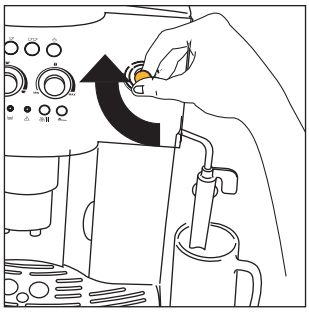
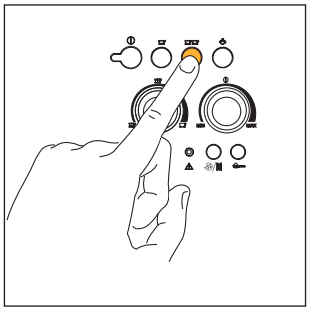
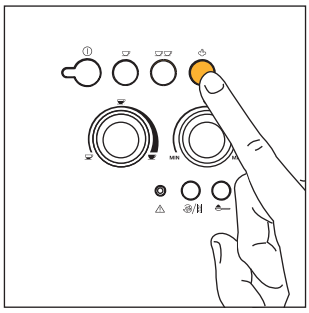
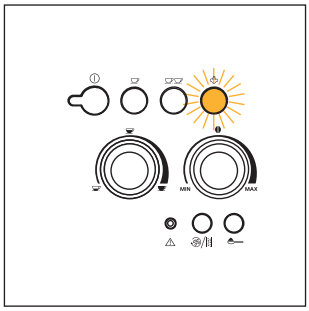

Abb.6
Abb.13
Abb.21
Abb.22
4. Nach wenigen Sekunden tritt aus dem Milchaufschäumer Wasser heraus. Wenn die Tasse mit etwa 30cc gefüllt ist, den Dampfdrehknopf nach rechts bis zum Anschlag drehen (Abb. 6), um den Wasseraustritt zu unterbrechen.
5) Zur Zubereitung eines Kaffees die Taste (Abb. 12) drücken. Zur Zubereitung von 2 Kaffees die Taste drücken (Abb. 13). *Nun beginnt die Kaffeemaschine, die Kaffeebohnen zu mahlen, es erfolgt ein kurzes Vorbrühen und schließlich die Kaffeeausgabe in die Tasse.*
HINWEIS 4: *Während der Kaffeezubereitung kann die Kaffeeausgabe jederzeit abgebrochen werden, indem Sie die vorab angewählte Taste (Abb. 12) oder (Abb. 13) drücken.*
HINWEIS 5: *Wenn Sie nach abgeschlossener Kaffeeausgabe mehr Kaffee in der Tasse haben möchten, einfach die vorab gewählte Taste (Abb. 12) oder (Abb. 13) gedrückt halten, bis die gewünschte Menge erreicht wird (dieser Vorgang muss innerhalb von 3 Sekunden nach abgeschlossener Kaffeeausgabe durchgeführt werden).*
- Zur Unterbrechung der Heißwasserabgabe, den Drehknopf nach rechts bis zum Anschlag drehen (Abb. 6), und den Milchaufschäumer wieder auf seine Ausgangsposition zur Mitte der Maschine hin drehen. (Es wird empfohlen, nicht länger als 2 Minuten Heißwasser zu beziehen).
- Dann die Dampftaste drücken (Abb. 21). Die Kontrollanzeige (Abb. 22) beginnt zu blinken, was bedeutet, dass die Kaffeemaschine sich aufheizt.
- Sobald die gewünschte Temperatur erreicht wird, die Dampfabgabe durch Drehen des Dampfdrehknopfs nach rechts bis zum Anschlag unterbrechen (Abb. 6), und zur Deaktivierung der Funktion „Dampf", die Dampftaste drücken (Abb. 21).
HINWEIS 1: *Wenn Sie sofort nach der Cappuccino-Zubereitung und nach durch Drücken der Dampftaste (Abb. 21) erfolgten Deaktivierung der Funktion „Dampf", für einen erneuten Kaffeebezug die Taste (Abb. 12) oder (Abb. 13) drücken, hat die Kaffeemaschine noch eine zu hohe Temperatur, um einen Kaffee zuzubereiten (die grünen Kontrollanzeigen und blinken auf, um anzuzeigen, dass die Temperatur für eine neue Kaffeezubereitung nicht geeignet ist): Daher müssen Sie vor einer erneuten Kaffeezubereitung etwa zehn Minuten warten, damit die Kaffeemaschine sich etwas abkühlt.*